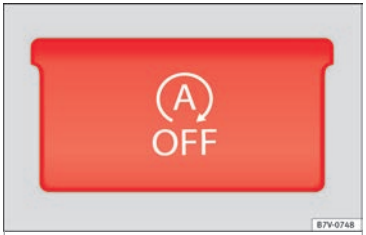

Bild 207 Detaljerad vy över mittkonsolen: Start-/stoppfunktionsknapp
- Tryck på knappen på mittkonsolen ››› **bild 207**.